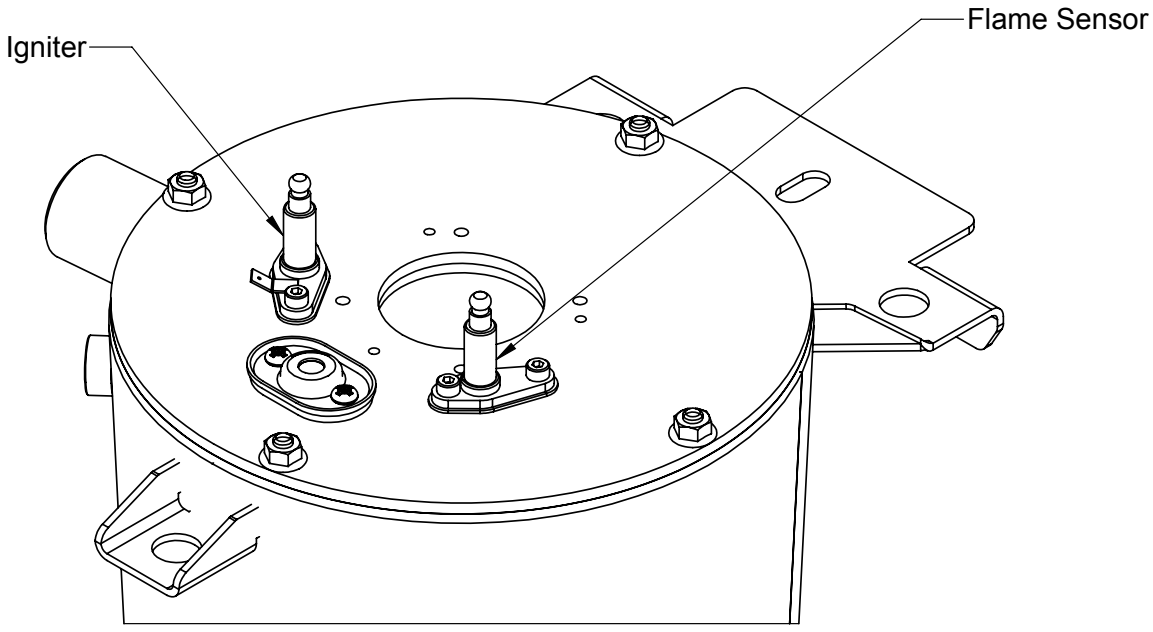

Figure 13.2: Igniter and Flame Sensor Location
i. **Unplug the igniter, ground, and flame sensor wires** from the ignition electrode and the flame sensor (Figure 13.2).
j. **Use a 10 mm wrench to remove** fire door to the heat exchanger (Figure 13.2). Carefully remove the door/blower/gas valve assembly from the heat exchanger, being careful not to damage the refractory insulation on the inside of the door (see Refractory Warning on page 136) or the electrodes.